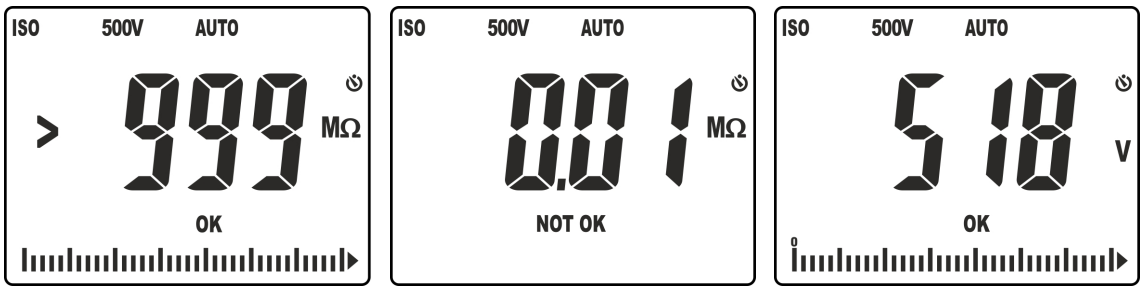

Fig. 18: Resultados de la medida de aislamiento en modo AUTO
10. En la pantalla de Fig. 18 – parte izquierda aparece el valor de la resistencia de aislamiento (el símbolo "**>999**" indica la condición de fuera escala) con resultado positivo "OK" (valor superior al umbral configurado). En la pantalla de Fig. 18 – parte derecha aparece el valor de la resistencia de aislamiento con resultado negativo "NOT OK" (valor inferior al umbral configurado)